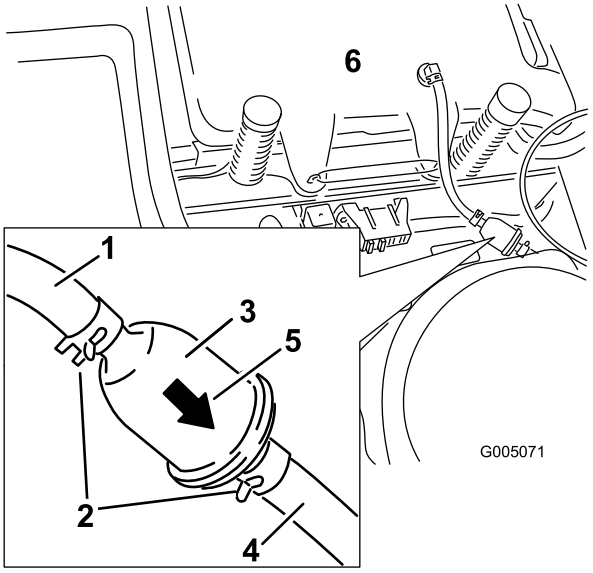

Figur 33
4. Kläm ihop ändarna på slangklämmorna och skjut bort dem från filtret (Figur 33).
6. Montera ett nytt filter med flödesriktningspilen riktad från bensintanken och pekandes mot motorn. Flytta slangklämmorna nära filtret (Figur 33) för att fästa det på plats.